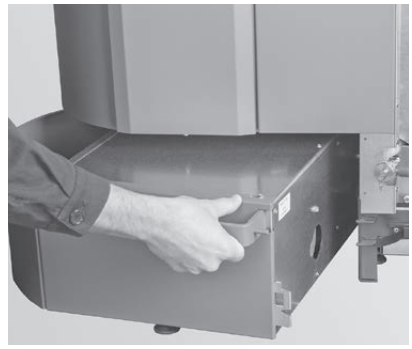

Fig. 77 Inserire il cassetto raccoglicenere spingendolo leggermente inclinato e introdurre completamente la maniglia nel cassetto
- ▶ Inserire il cassetto raccoglicenere spingendolo da sinistra leggermente inclinato e introdurre completamente la maniglia nel cassetto, in modo tale che le aperture laterali del cassetto siano libere – Fig. 77.